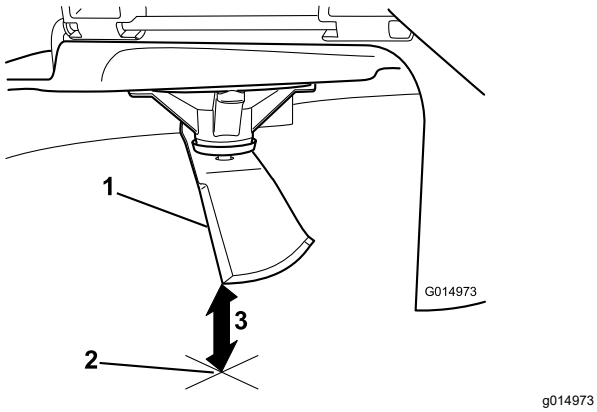

Figur 62
5. Mät från knivspetsen till den plana ytan (Figur 62).